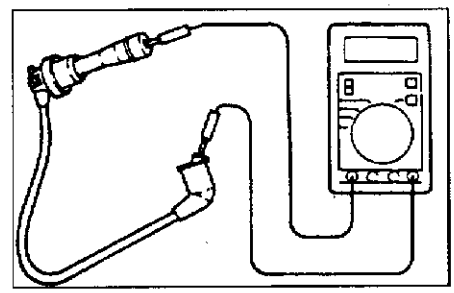

图 2－6－5
(5)用火花塞间隙规检查火花塞间隙是否在标准值范围内，如图 2－6－6 所示。